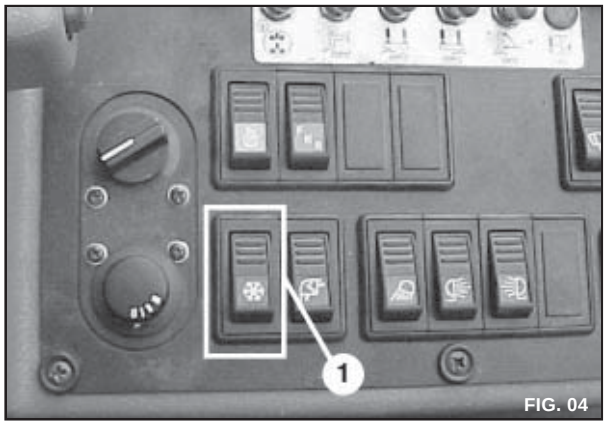

FIG. 04
3. Ligue o A/C girando o seu o interruptor (FIG. 04).